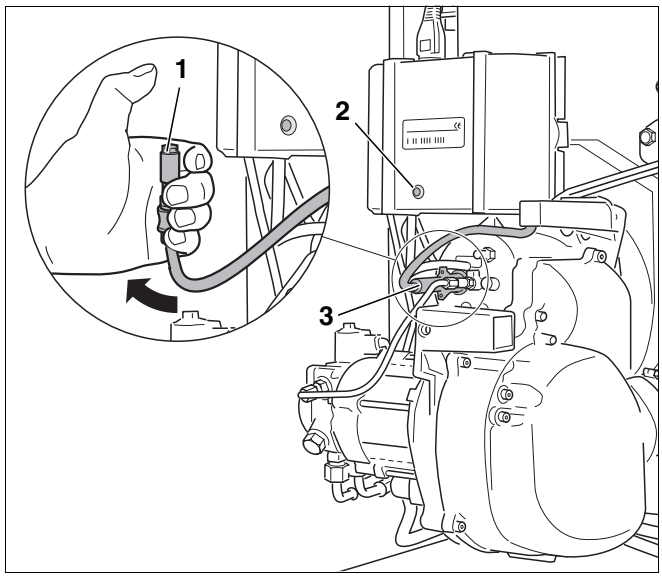

Afb. 43 Functie van de vlamvoeler controleren
- Trek de vlamvoeler bij draaiende brander aan de hiervoor bestemde greep uit de houder (afb. 43, **pos. 3**).
- Houd de vlamvoeler tegen het licht (afb. 43, **pos. 1**). Wanneer de brander weer start, moet er een uitschakeling door een storing plaatsvinden.
- Ontgrendel na een wachttijd van ca. 30 seconden de branderautomaat door de resettoets (afb. 43, **pos. 2**) in te drukken of door de resettoets op de BC10 te ontgrendelen.